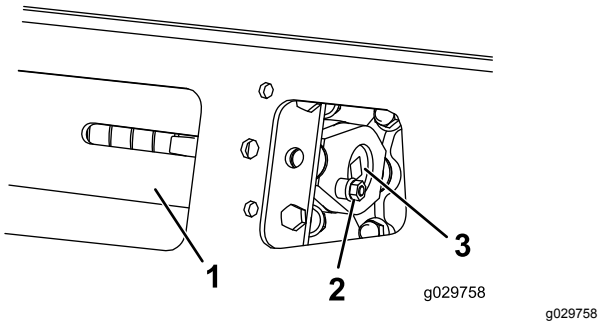
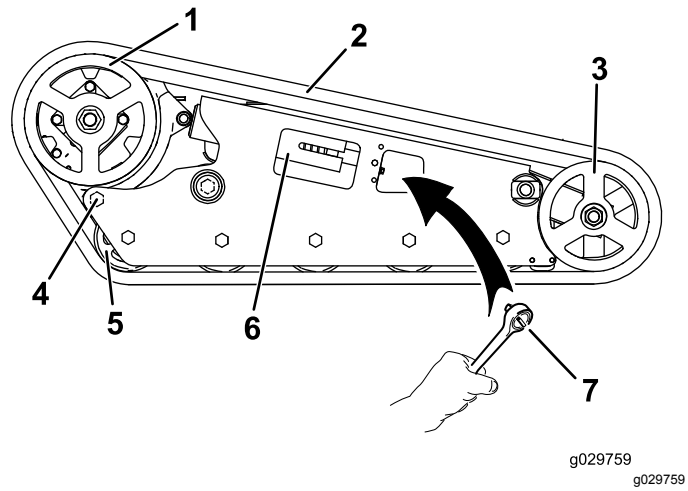

**Rysunek 58**
**Rysunek 59**
4. Odkręć śrubę zabezpieczającą i nakrętkę (Rysunek 58).
6. Ustaw najbliższe nacięcie na śrubie napinającej równo z otworem śruby zabezpieczającej i unieruchom śrubę za pomocą śruby zabezpieczającej i nakrętki (Rysunek 58).
5. Za pomocą klucza grzechotkowego z zabierakiem ½ cala uwolnij napięcie gąsienicy, obracając śrubę napinającą w prawo (Rysunek 58 oraz Rysunek 59).
6. Poluzuj tylną śrubę w pobliżu koła napędzającego (Rysunek 59).
8. Po zdjęciu gąsienicy z przedniego koła zdejmij ją z koła napędowego oraz kół jezdnych (Rysunek 59).
9. Rozpoczynając od koła napędowego, nawiń wokół niego nową gąsienicę, upewniając się, że zęby gąsienicy wpasowały się między przekładki koła napędowego (Rysunek 59).
10. Wepchnij gąsienicę pod oraz pomiędzy koła jezdne (Rysunek 59).
12. Używając klucza grzechotkowego z zabierakiem 1/2 cala obracaj śrubę napinającą w lewo, aż śruba napinająca zostanie odkręcona do końca (Rysunek 58).